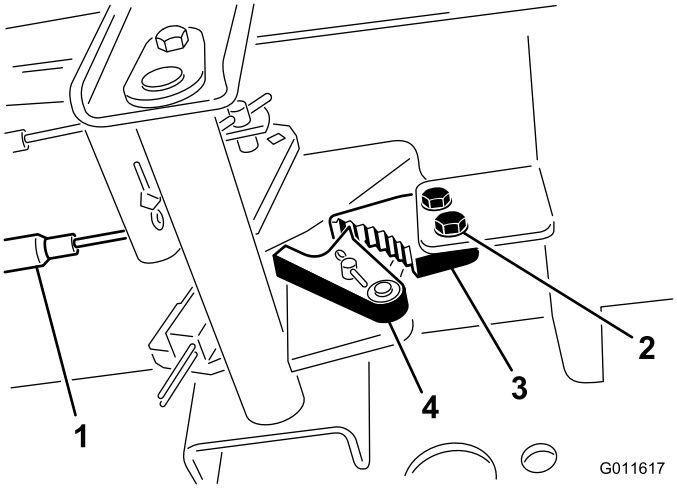

Figur 66
1. Lossa de två skruvar som håller fast parkeringsbromsens spärrhake på ramen (Figur 66).
2. Tryck parkeringsbromspedalen framåt tills bromsspärren griper in helt i parkeringsbromsens spärrhake (Figur 66).